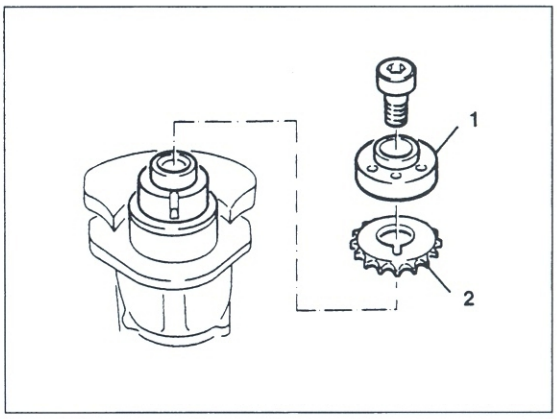

Bild 144
- Falls demontiert, Kurbelwellenritzel und Rotorflansch anbringen (Bild 144; 50 Nm).